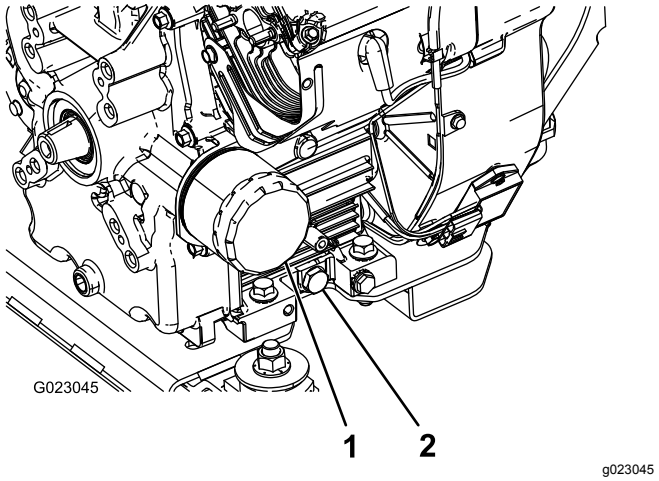

Figur 41
5. Ta bort avtappningspluggen (Figur 41).
2. Avlägsna oljefiltret (Figur 41).
5. Sätt i det nya filtret i filteradaptern. Vrid oljefiltret medsols tills gummipackningen kommer i kontakt med filteradaptern. Dra sedan åt filtret ytterligare ett halvt varv (Figur 41).